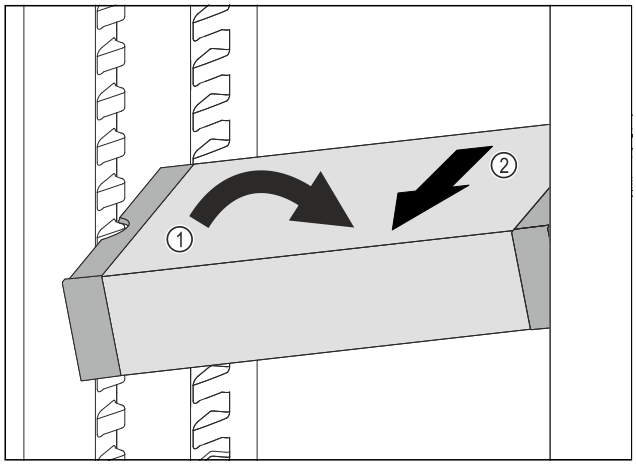

Fig. 179
▶ 在冷藏区中倾斜 VarioSafe。 *Fig. 179 (1)*
▶ 向前取出 VarioSafe。 *Fig. 179 (2)*